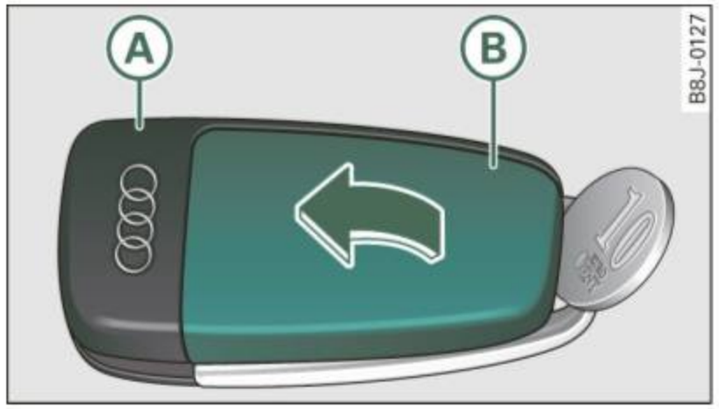

Fig. 25 Master key: opening the cover
- Pry apart the base ⇒ fig. 25 (A) and the cover (B) **carefully** with a coin.